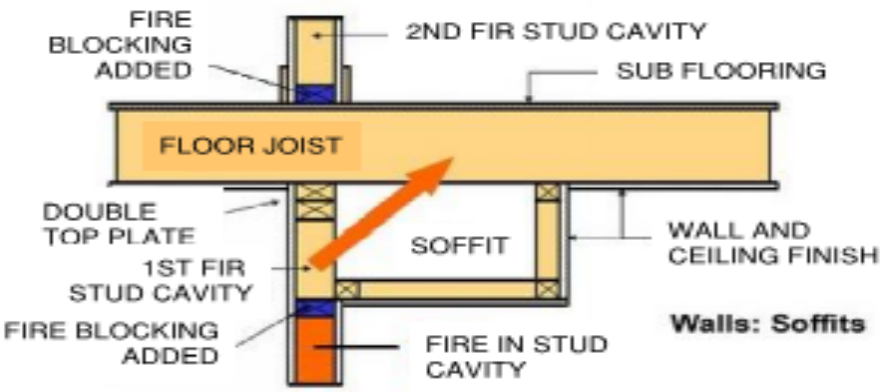

Figure 3– Fireblock at Soffits
c. Within architectural trim, such as furred out wall finishes, wainscoting, soffits, siding, DOI File # WP-060-11 Fireblocking Page 3 of 7 etc., (**Figure 3**).